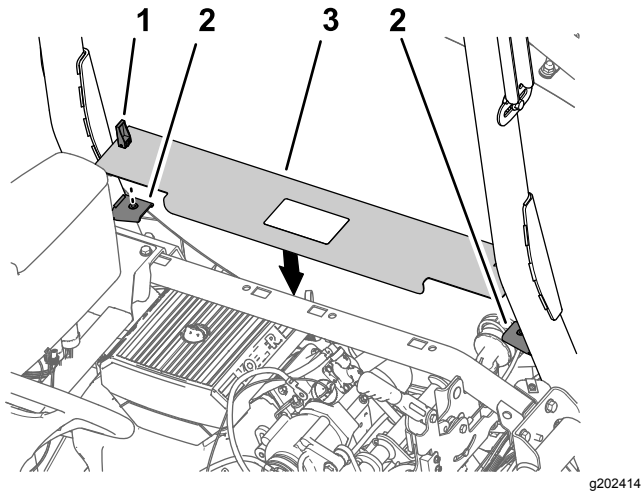

Rysunek 219
1. Ustaw zatrzaski panelu dostępowego silnika równo z tulejami we wspornikach panelu na pałąku bezpieczeństwa (Rysunek 219).
2. Zamontuj panel do wsporników (Rysunek 219).
3. Przekręć uchwyty zatrzasków w dół, mocując panel do wsporników (Rysunek 219).